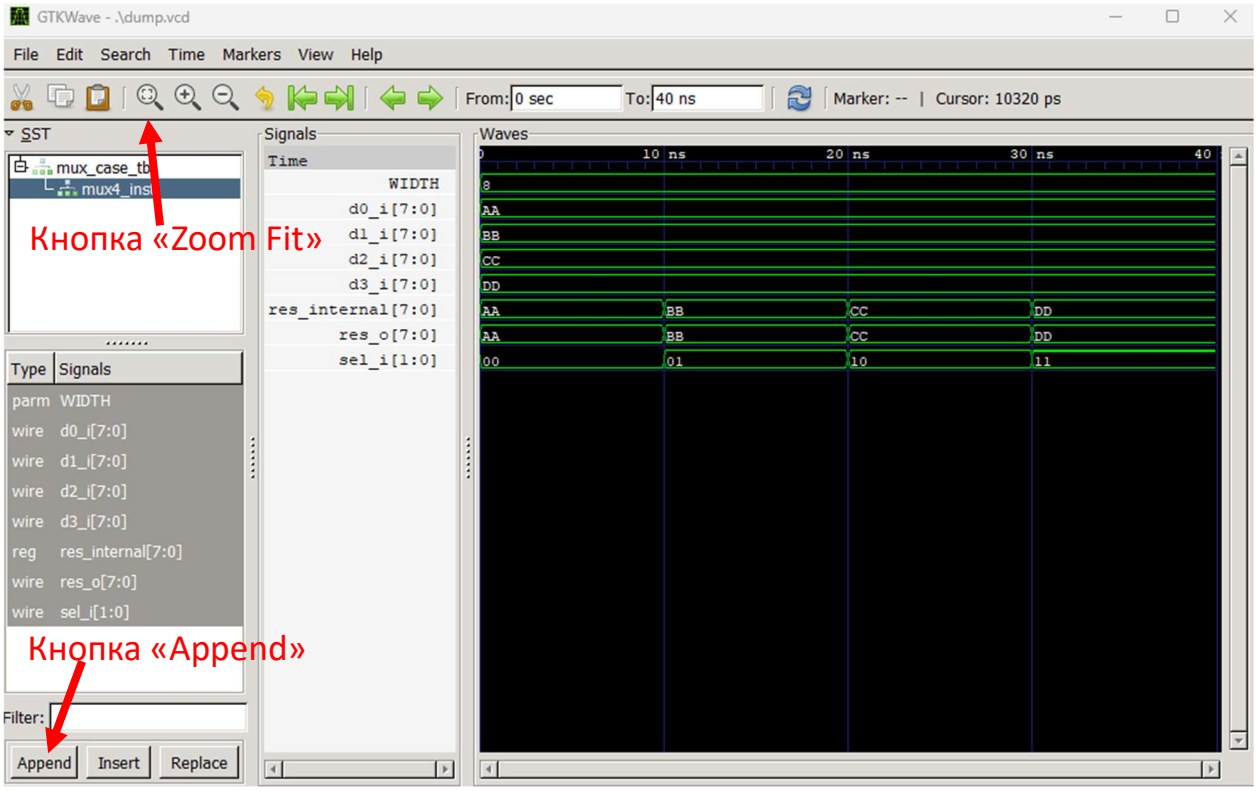

Рисунок 3. Временные диаграммы для модуля mux4
- Для просмотра сигналов выбранного модуля, в поле со списком сигналов модуля необходимо выделить желаемые сигналы и нажать кнопку «**Append**» -> в результате временные диаграммы для выбранных сигналов отобразятся в поле для просмотра временных диаграмм (рисунок 3)